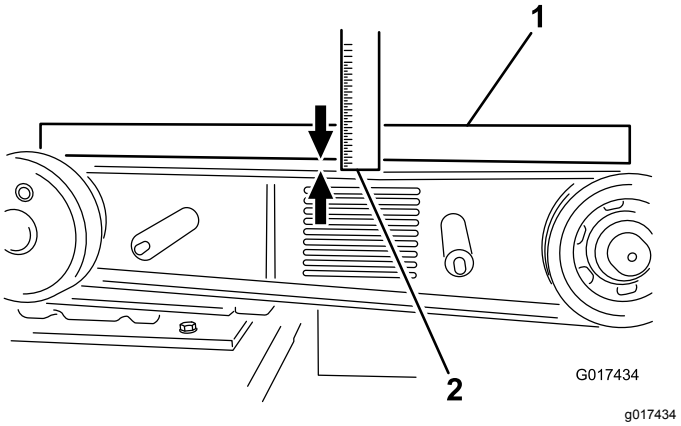

Figure 28
8. Placez une règle de vérification en travers des poulies d'embrayage et de volant moteur. Serrez le boulon de tension de la courroie de sorte à obtenir une flèche de 10 mm lorsqu'une pression de 6,8 kg (15 lb) est exercée au centre du brin (si vous retendez une courroie existante), ou lorsqu'une pression de 8 kg (18 lb) est exercée sur une courroie neuve (Figure 28).